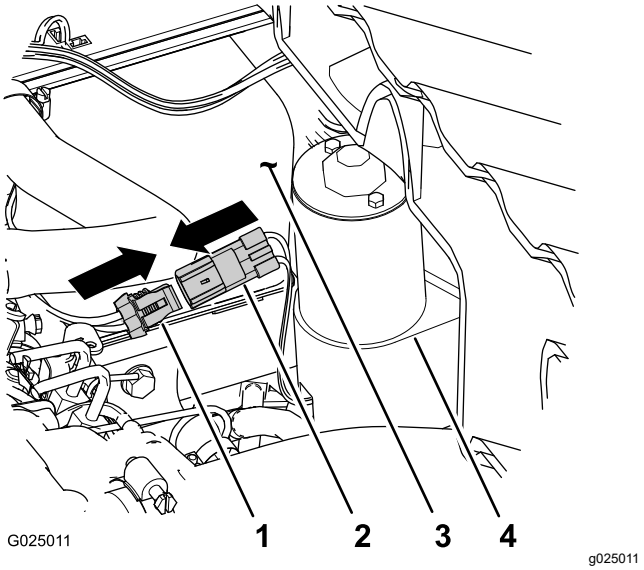

Figur 10
3. Tilslut det elektriske stik med 2 sokler, der hører til det bageste ledningsnet til maskinen, til stikket med 2 ben på løfteaktuatoren (Figur 10).